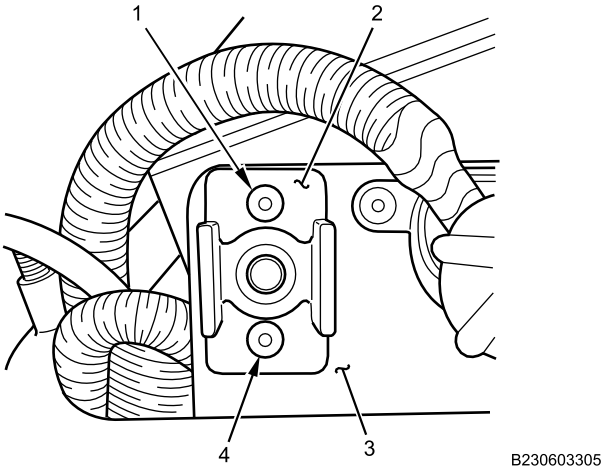

Figure 3. 24V Underhood Junction Block Installation.
1. Position 24V underhood junction block (Figure 3, Item 2) on air cleaner support (Figure 3, Item 3) and secure with two new rivets (Figure 3, Item 1 and 4).
2. Apply dielectric grease to 24V underhood junction block (Figure 3, Item 2) stud.